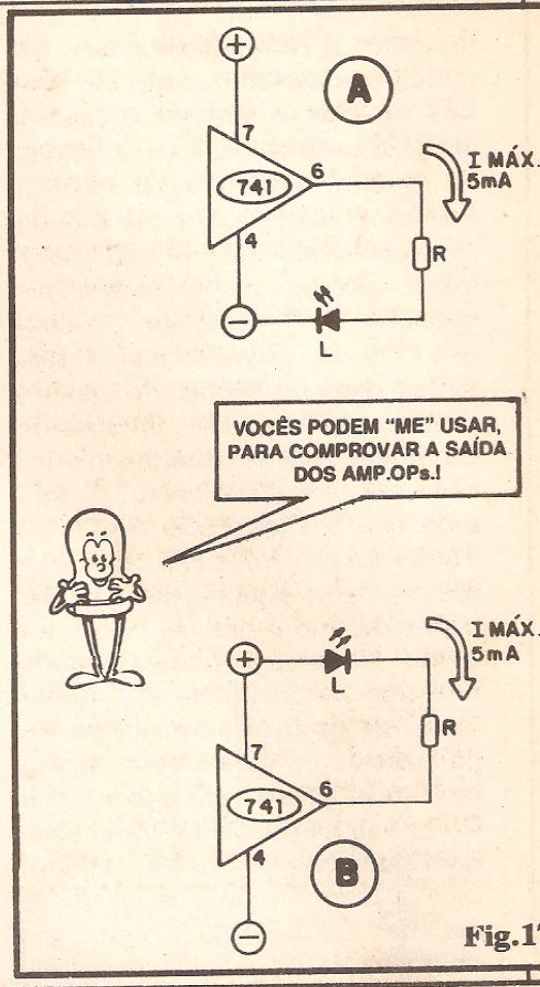

Fig.17
- **FIG. 17** - O 741 ACIONANDO UM LED - No arranjo 17-A, o LED será energizado (acenderá) quando a Saída do 741 (pino 6) estiver em **"zero" até +V.** Já na configuração 17-B, para que o LED acenda, é preciso que o pino 6 situe-se de **"zero" até -V.** Notem que o resistor/limitador R deverá ter seu valor calculado em função da Tensão de alimentação extrema, de "ponta a ponta" (uma fonte **split** de 9-0-9 é, então, considerada como de 18V, para tal cálculo...) e determinando uma Corrente **máxima** de 5 mA (vejam a "Aula" nº 5, sobre os LEDs e respectivos cálculos...).